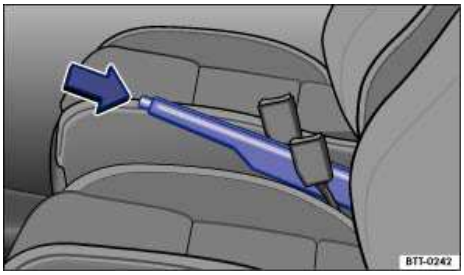

Fig. 117 Between the front seats: Parking brake.
- Pull the lever up slightly and press the release button ⇒ fig. 117 (arrow).